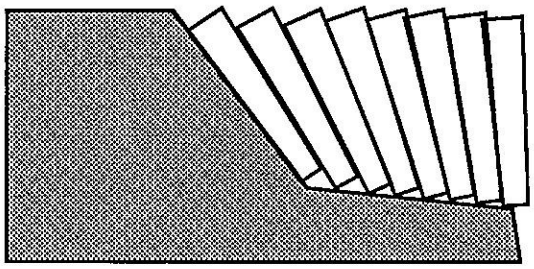

Figure 1.
1.) During winding, the cables are not yet compressed into their final cured size. They are thicker than they will be after curing. The space allowed for the cables by the end parts is only enough for a cured, compressed cable. As a result the last turn in a current block may extend past the end of a shelf during winding as shown in Figure 1.